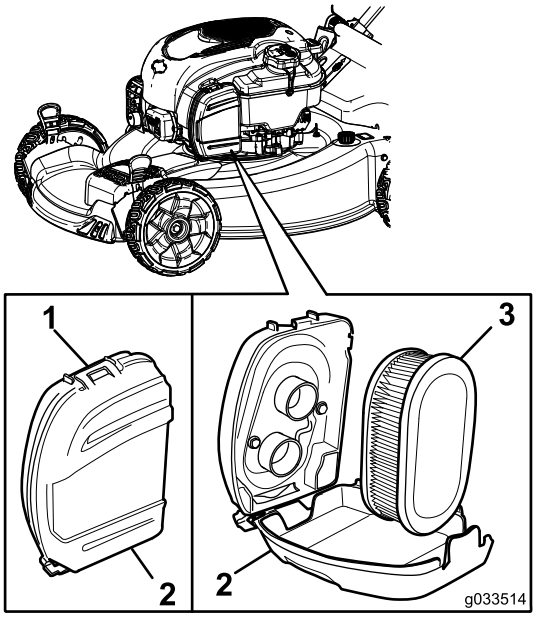

Figur 31
1. Trykk ned klipsen øverst på luftfilterdekselet (Figur 31).
2. Fjern luftfilteret (Figur 31).